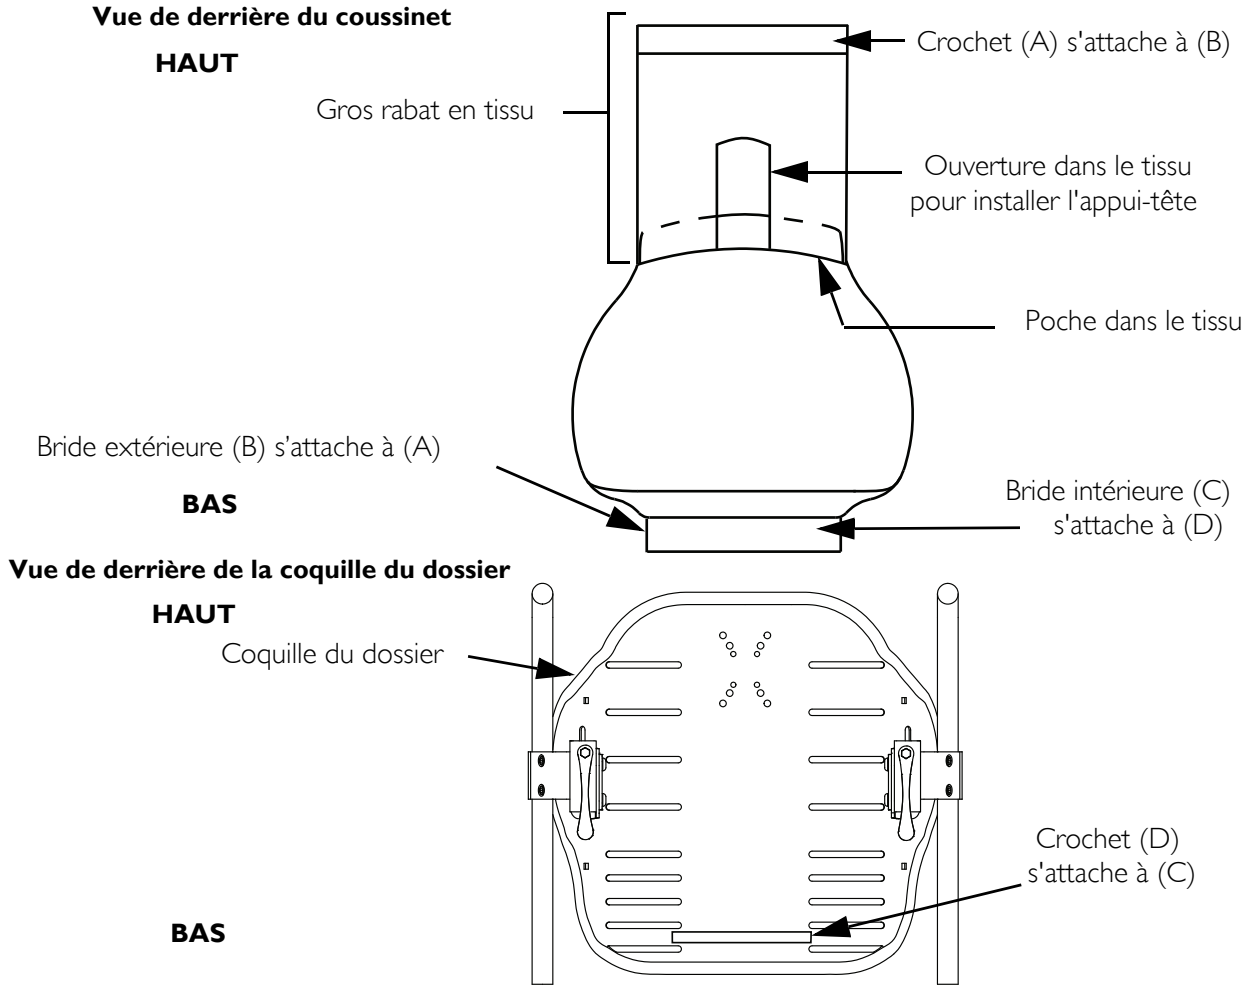

**FIGURE 3.1** Installation/démontage du coussinet du dossier
*REMARQUE: Pour cette procédure, se référer à la FIGURE 3.1.*
5. Tirer le rabat en tissu du bas sous le bas du dossier et attacher le crochet à l'intérieur du bas du rabat en tissu (C) à la bride du bas de la coquille (D).
6. Attacher la bride du gros rabat en tissu (A) à la bride en bas du rabat en tissu (B).